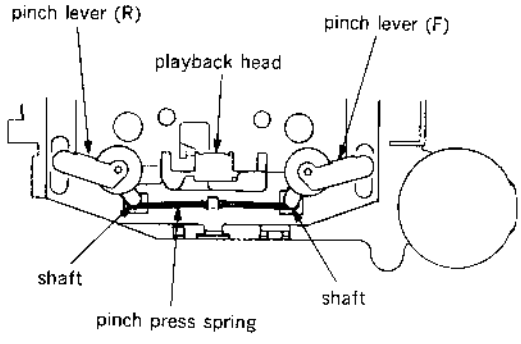

Fig. 2
❽ pinch lever (F) (See Fig. 2)
❿ pinch lever (R) (See Fig. 2)
❹ washers
❺ step screw (HB)